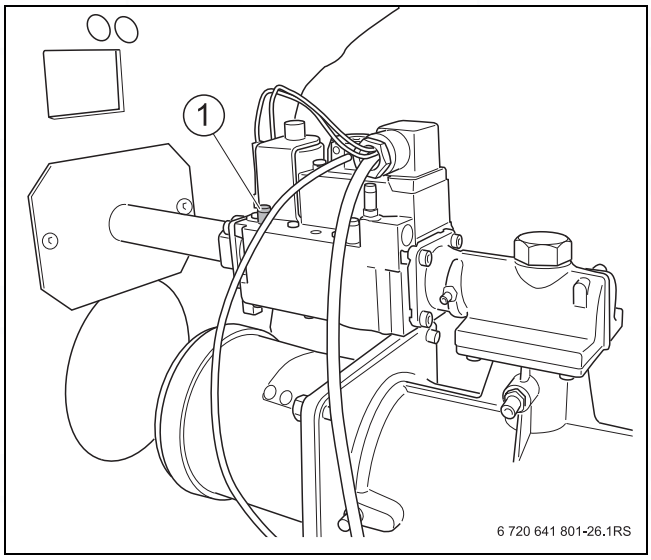

Fig. 44 Measuring the gas supply pressure (boiler size 90/120 kW)
- Release the locking screw of the pressure test port for the gas supply pressure and venting (→ Fig. 44, 45, 46 [1]) by 2 turns.